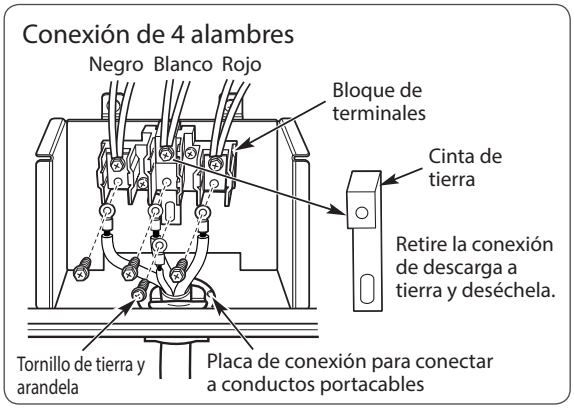

FIGURA 9
1. Quite los tres tornillos inferiores del bloque de terminales y consérvelos. (Ver Figura 9).
2. **Retire la conexión de descarga a tierra y deséchela como puede verse en la Figura 9.**